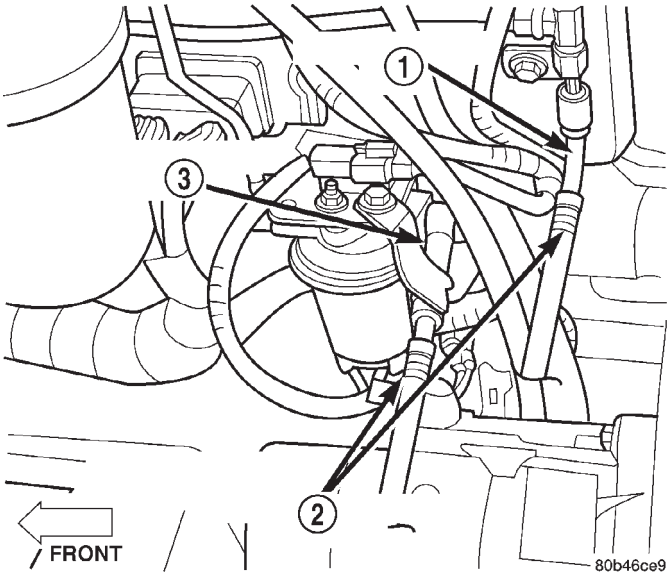

Fig. 63 Fuel Return and Supply Line Quick-Connect Locations
(8) Verify transfer pump pressure is OK before performing restriction test.
(9) Locate and disconnect fuel supply line quick-connect fitting at left-rear of engine (Fig. 63). After disconnecting line, plastic clip will remain attached to metal fuel line at engine. Carefully remove clip from metal line. Snap same clip into fuel supply hose.
(10) Install Special Rubber Adapter Hose Tool 6631 (3/8”) into ends of disconnected fuel supply line.
(11) Install transducer from PEP module to brass “T” fitting on tool 6631.
(12) Hook up DRB scan tool to transducer.